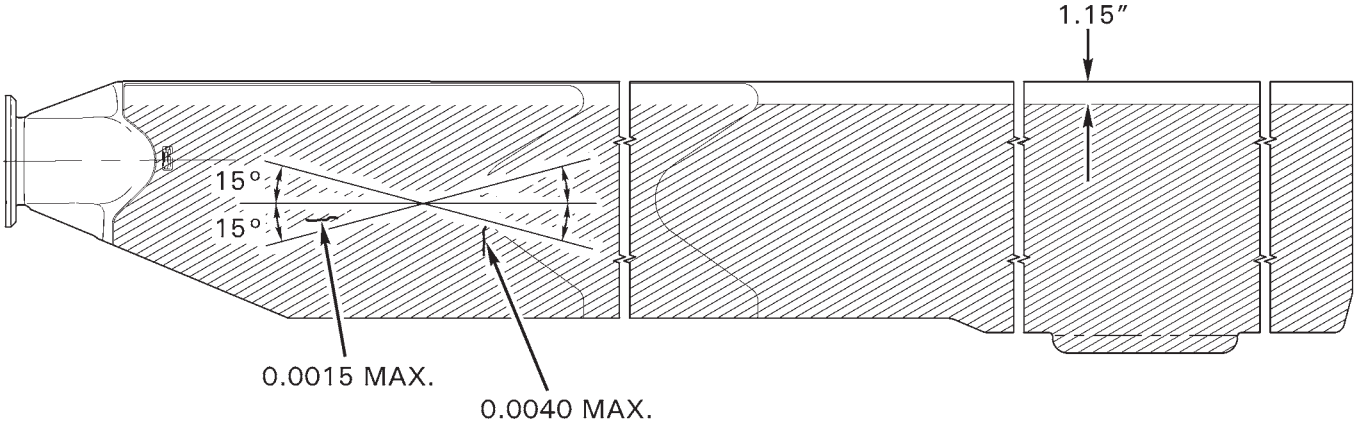

FIGURE 62-10 SCRATCHES AND CORROSION ON SKINS AND DOUBLERS - DAMAGE LIMITS
1. Refer to Figure 62-10. Verify damage does not exceed the following limits: